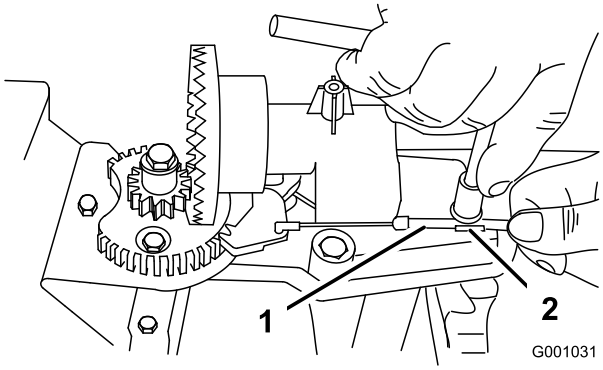
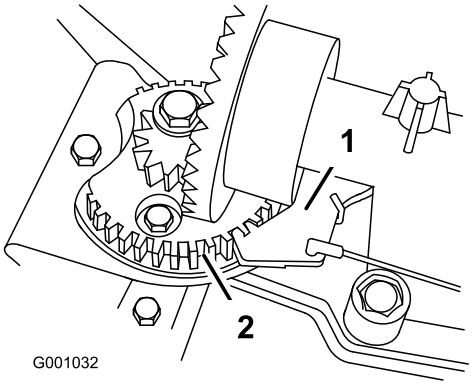

Figur 55
Figur 56
2. Løsne klemskruen som fester kabelen (Figur 55).
3. Grip kabelrøret og flytt det mot fronten av maskinen inntil utløpssjaktlåsen kobles fullstendig til tennene i giret (Figur 55 og Figur 56).
Merk: Låsen er fjærbelastet og vil bevege seg naturlig inn i tennene i giret (Figur 56).